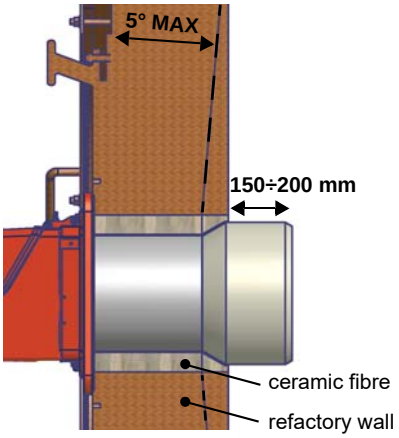

Fig. 1
- Cast-iron boilers, three pass flue boilers (with the first pass in the rear part): the blast tube must protrude about 150÷200 mm into the combustion chamber (Fig. 1).